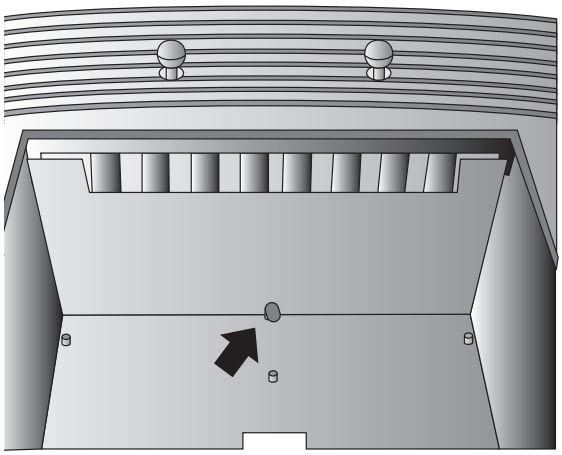

Fig. 21: remoção do protetor de chama
• Retire o protetor de chama, faça-o deslizar primeiro em direção à porta, desenfie as suas linguetas de suporte e baixe-o até extraí-lo (ver Fig. 21);